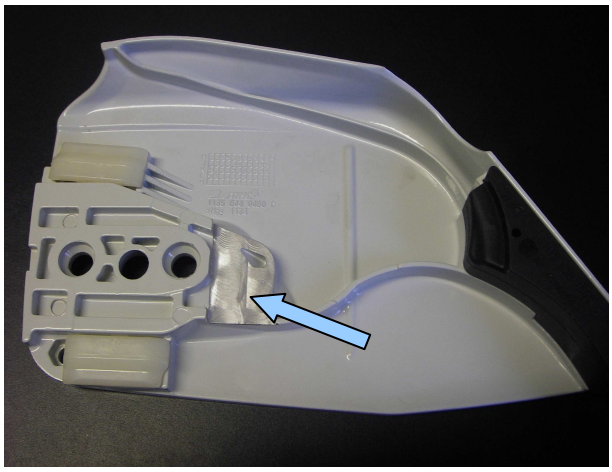

Bild 1a
Der EDER Konturhobel EKH19 darf in dieser Ausführung nur im land- und forstwirtschaftlichen Bereich von eingewiesenen Personen, die mindestens 18 Jahre alt sind eingesetzt werden. Für Schulungszwecke unter Aufsicht mindestens 16 Jahre. Die einschlägigen Unfallverhütungsvorschriften sind zu beachten. Setzen Sie den EDER Konturhobel EKH19 bei laufendem Sägenmotor nur mit Betriebsdrehzahl auf die Stammoberfläche auf und führen Sie den EDER Konturhobel EKH19 zügig und ohne Druck über den Stamm, vor und zurück. Sollte das Gerät zu tief schneiden oder gar hacken, so sind die Messer (09) um etwa 0,1mm zurückzustellen. Bei zu geringer Schnitttiefe sind die Messer (09) um etwa 0,1mm vorzustellen. Die erforderliche Messereinstellung richtet sich nach der zu hobelnden Holzart und ist von Fall zu Fall neu einzustellen. Alle 4 Messer (09) müssen die gleiche Einstellung und das gleiche Maß haben. Stumpfe Messer können von Hand an normalen Schleifscheiben nachgeschliffen werden. Der Schneidenwinkel beträgt 40°. Die maximal zulässige Drehzahl der Walze (03) von 13000 U/min darf nicht überschritten werden. Beachten Sie dazu bitte die entsprechenden Hinweise in der Betriebsanleitung Ihres Sägenherstellers. Bei Erstmontage an manchen Motorsägen, muss am Kettenraddeckel innen etwas ausgeschliffen werden (Bild 1a u. 1b), da es zu Berührungen zwischen Kupplungstrommel (06) und Kettenraddeckel kommen kann.